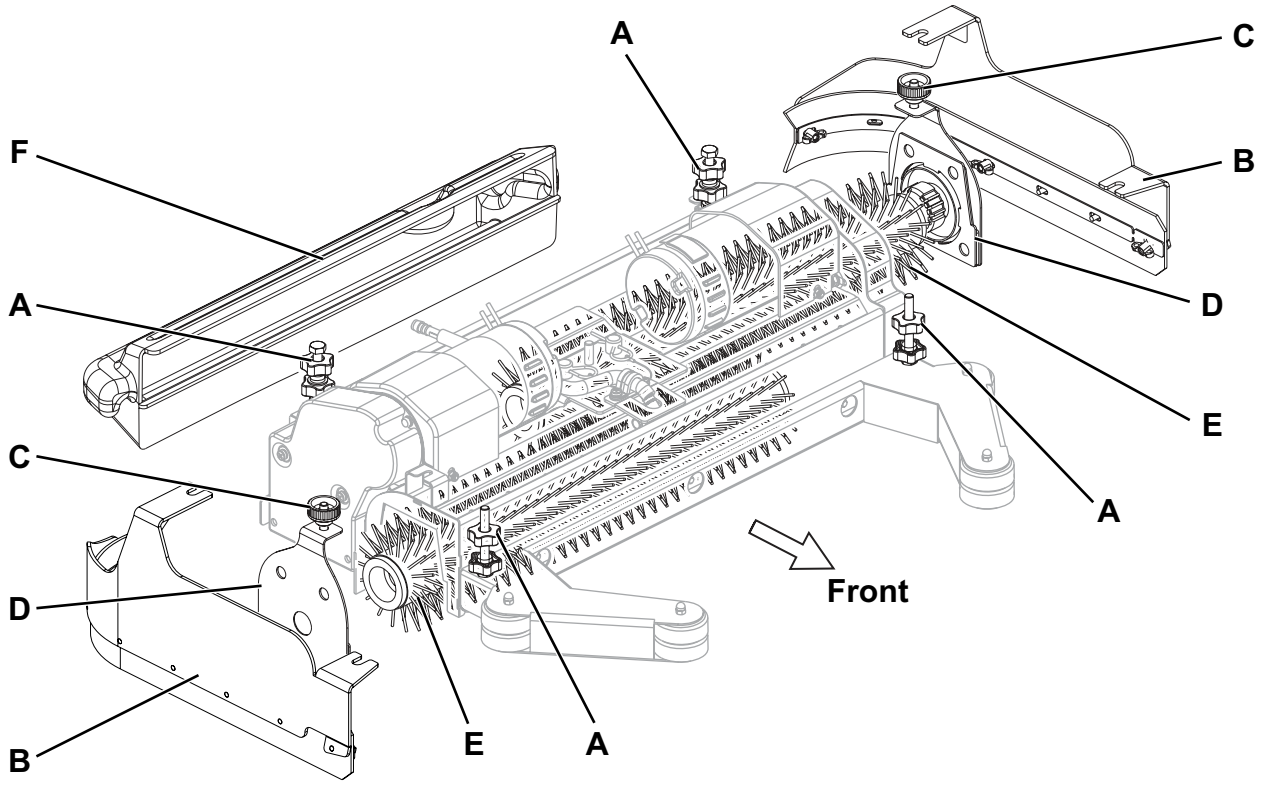

Figure 2
2. Lever la tête en appuyant sur le bouton One-Touch (67).
3. Tourner la clé de contact (58) sur « 0 » et l'enlever.
4. Sur les deux côtés de la machine, desserrer les pommeaux (A, Fig. 2) et enlever les groupes volets latéraux (B).
5. Dévisser les pommeaux (C) et déposer les portillons (D) en poussant les pommeaux vers le bas.
6. Installer les brosse cylindriques (E) ou enlever les brosses pour installer les brosses nouvelles.